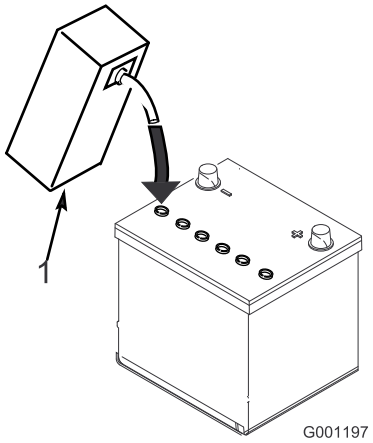

Figura 4
3. Llene cuidadosamente cada celda con electrolito hasta que las placas estén cubiertas de 6 mm aproximadamente de fluido (Figura 4).
4. Espere aproximadamente 20–30 minutos para que el electrolito penetre en las placas. Rellene según sea necesario para que el electrolito llegue a una distancia de 6 mm aproximadamente del fondo del hueco de llenado (Figura 4).